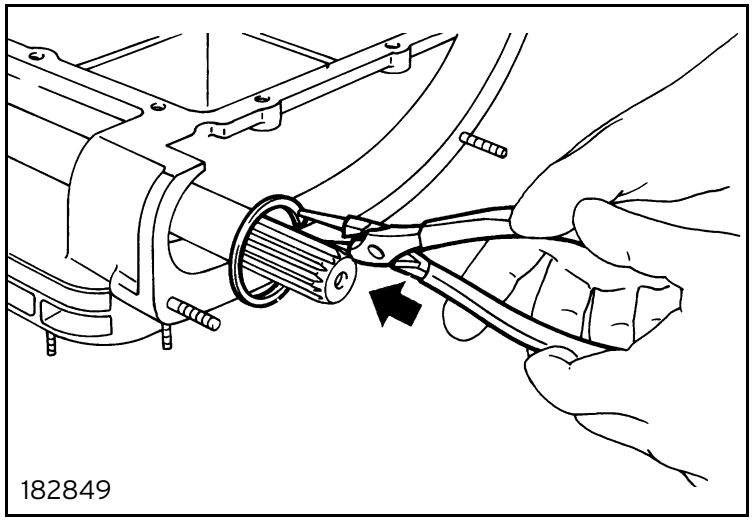

Fig. 49
- Fit the second drive input shaft front bearing snap ring (figure 49).